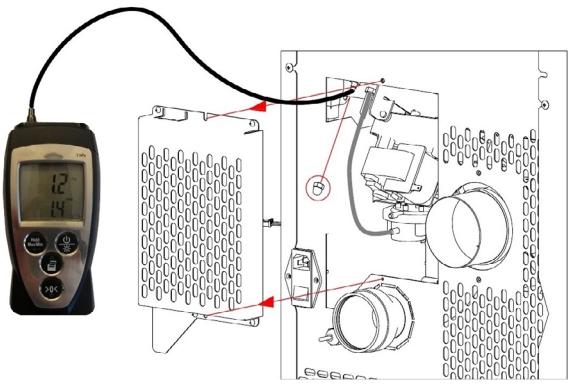

Fig. 65 - Anschluss des Digitaldruckwächters
- Über einen kleinen Schlauch einen Digitaldruckwächter zum Messen des Unterdrucks anschließen (siehe **Fig. 65 auf S. 32**).